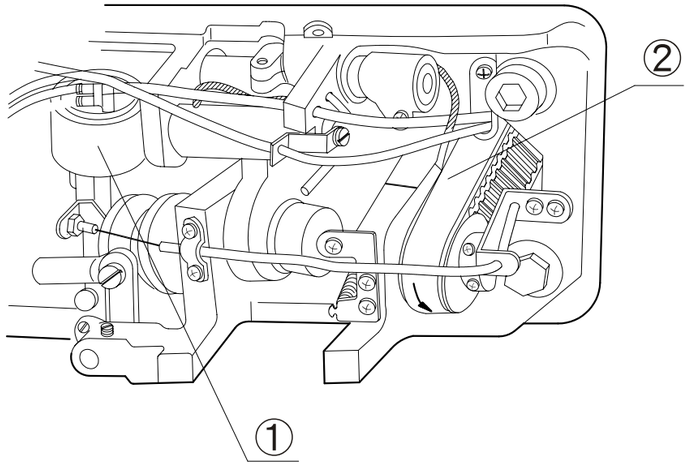
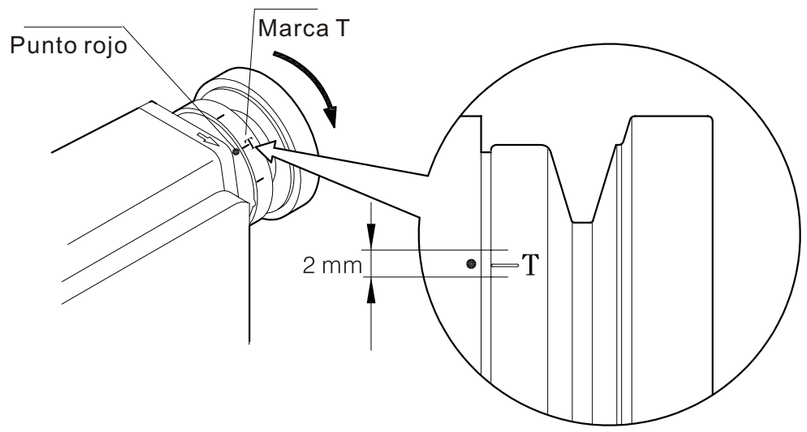

Fig. 5
Fig. 6
1. Empuje la manilla del eje principal 1, y gire la rueda del a banda al lado de las agujas del reloj hasta que lo sienta ajustado. En este momento, la marca T de la polea debería estar alineado con el punto rojo del cabezal de la maquina. (Una desviación de 2mm es permitida) (Fig. 5 Fig. 6)